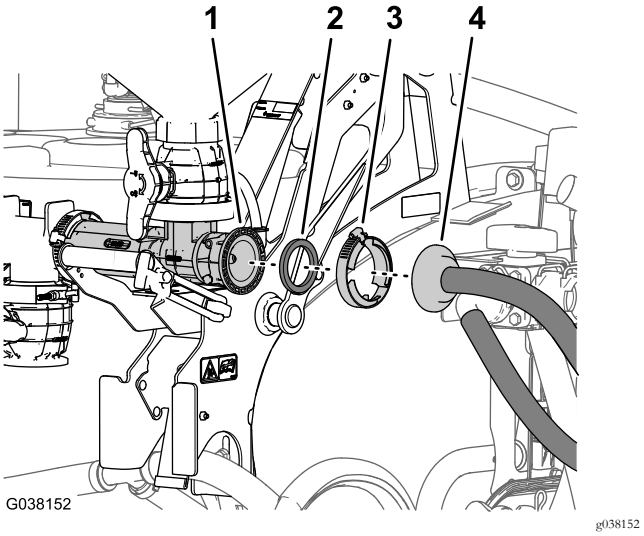

Figura 9
1. Retire a braçadeira de tubos que prende o entalhe do tubo flangeado do tubo de fornecimento à flange de entrada do misturador (Figura 9).
2. Retire o entalhe do tubo flangeado e a junta do misturador (Figura 9).